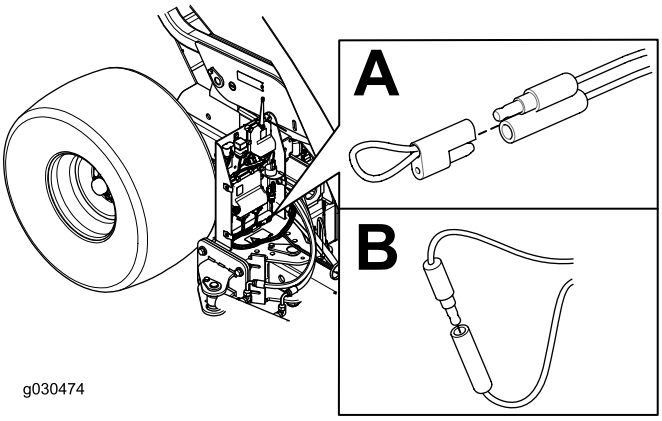

Figur 40
4. Trekk det festede lokket av de to diagnostiske shuntkoblingene (Figur 40, A).
5. Koble de diagnostiske shuntkoplingene sammen (Figur 40, B).